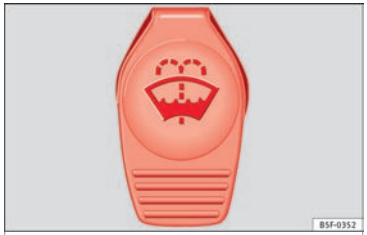

Bild 247 I motorrummet: lock på behållaren för spolarvätska
- Spolarvätskebehållarens lock »» bild 247 är märkt med symbolen .